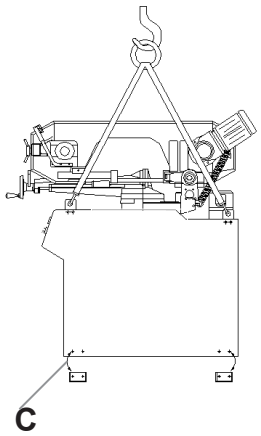

Fig. 4 : Installation
- Gardez toujours une bonne assise et un bon équilibre lorsque vous déplacez cette machine. Utilisez une courroie en fibre robuste pour soulever la machine, comme indiquée en figure 4 (C).
Les recommandations de vitesse de lame et de largeur de coupe présentées dans le schéma de la figure 4 sont des approximations et peuvent être utilisées comme référence pour la plupart des applications. Pour des paramètres de sciage exacts, consultez votre fournisseur de lames de scie.